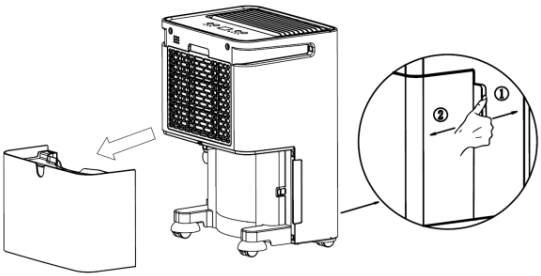

Fig 01
1. Retirer le réservoir d'eau comme indiqué à la figure 01 et vider le réservoir d'eau.